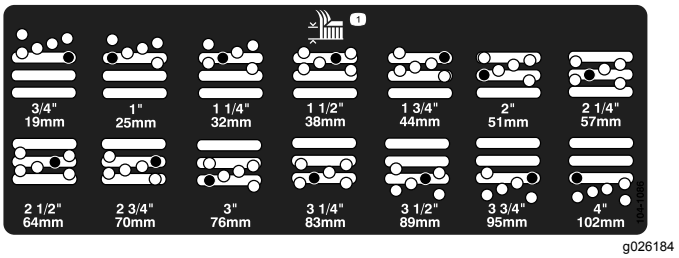

图 17
5. 将切割腔移至所需的剪草高度然后将隔片安装至指定的剪草高度孔和槽图 17。